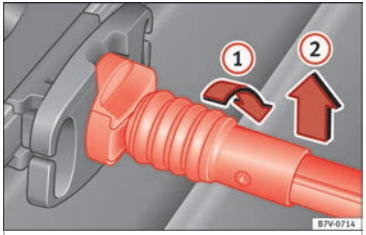

Fig. 96 Release the baggage net
- Rotate the attachment rod 90° to the right ››› **Fig. 96** (1) until you can see the red mark on the rod. Pull the attachment rod upwards (2).